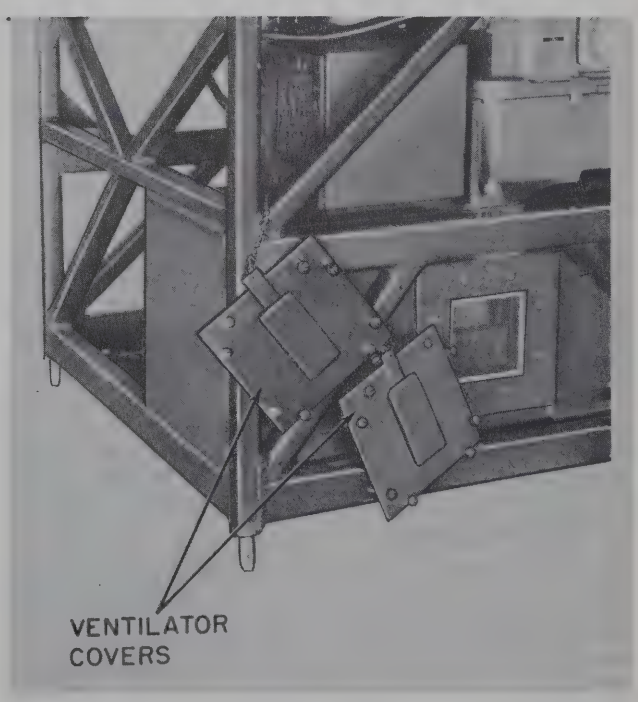

Figure 3—16. Servo Amplifier Ventilation Covers
(5) Open the receiver-transmitter case, withdraw the unit chassis, and secure the local oscillator with the transit screw shown in figure 3—17. (It is necessary to push downward on the screw to engage the threaded fitting in the local oscillator assembly.)
(6) Disconnect the interunit ground straps, remove the ground cable, and pull ground stake.
(7) Replace the unit covers and the two captive plates on the servo amplifier.